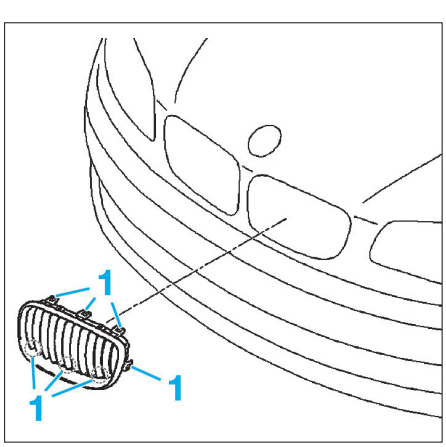

Fig. 159
• A l'arrière du bouclier, dégrafer la calandre concernée aux endroits indiqués (1) **(Fig.159)**.